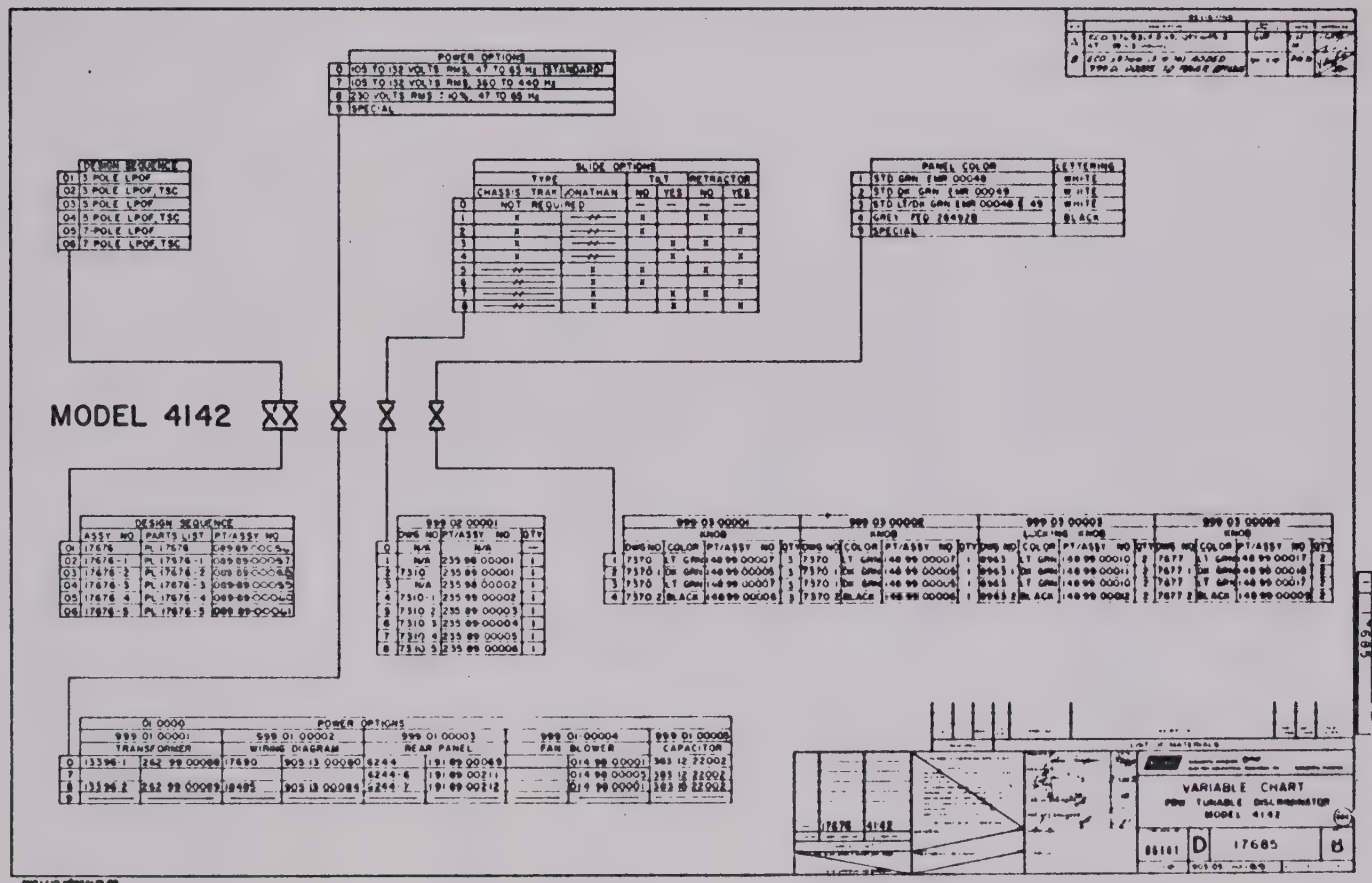

Figure 2-1. Variable Chart
This section outlines the electrical and mechanical specifications for the EMR Model 4142 PBW Tunable Discriminator. Figure 2-1 of this section identifies the ordering information for various configurations of the Model 4142.
d. Mounting: May be equipped for slide mounting in a standard 19-inch EIA-type equipment rack. (Refer to Figure 2-1 for various slide mounting configurations.)
e. Paint Finish: Various semigloss baking enamel colors and letter combinations are available. (Refer to Figure 2-1 for color information.)